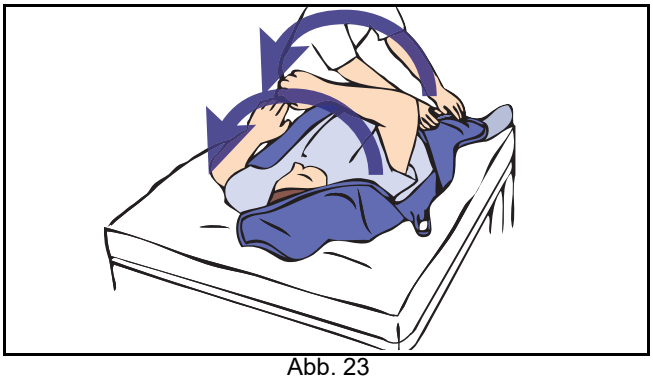
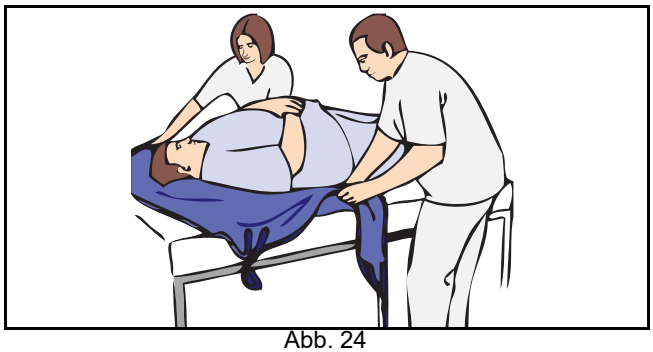

Abb. 23
Abb. 24
1) Drehen Sie den Pflegebedürftigen auf die Seite mit dem Gesicht zu Ihnen. Legen Sie den längs in der Mitte gefalteten Gurt hinter den Rücken des Pflegebedürftigen (siehe Abb. 23). Positionieren Sie den Gurt so, dass der Bewohner/Patient nach dem Zurückdrehen in der Mitte des Gurtes liegt. Prüfen Sie auch, dass der Kopfstützbereich des Gurtes direkt unter dem Hals des Bewohners/ Patienten zu liegen kommt.
1) Führen Sie den Gurt so um den Pflegebedürftigen herum, wie es im Abschnitt „Übernahme vom Bett“ (siehe Abb. 23 und Abb. 24) erläutert ist.